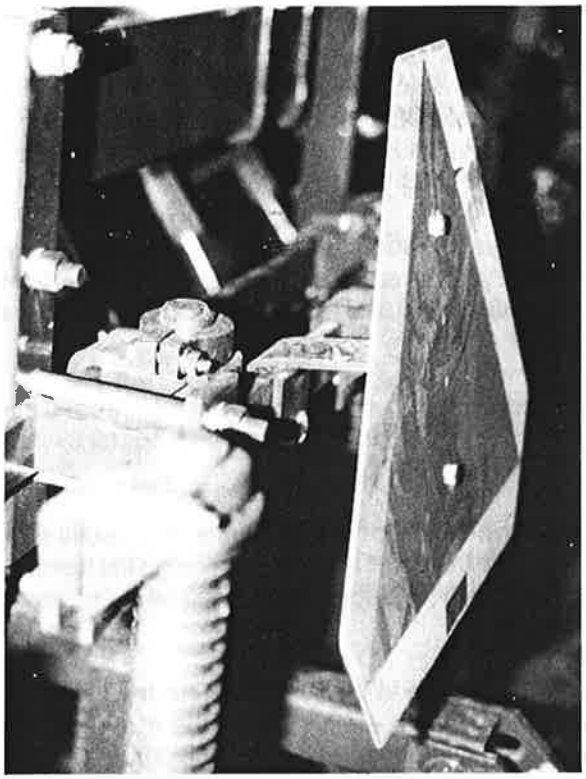

FIGURE 4-5
6. Near the center of the drill, mount the Slow Moving Vehicle Sign bracket to the rear down pressure spring rail, using two ⅜" x 1 ½" carriage bolts. Attach the SMV emblem to the bracket, using two ¼" x ¾" hex bolts. (See Fig. 4-5) When using legume seeder use different bracket provided.